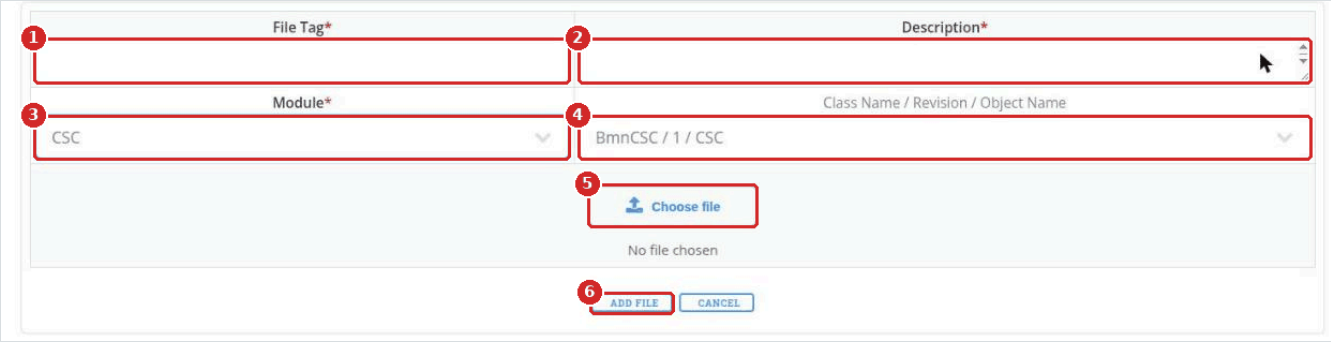

Рисунок 23. Форма CREATE NEW FILE после выбора модуля `CSC`
3. Заполните форму (рисунок 23):
- **File Tag** (1), например `CSC_Run9_detailed_26.11.26.root`.
- **Description** (2): чем файл отличается от предыдущей версии.
- **Module** (3): выберите детектор в списке.
- **Class Name / Revision / Object Name** (4): появляется после выбора модуля, например `BmnCSC / 1 / CSC`. Выберите ревизию, к которой относится файл.
- **Choose file** (5): файл геометрии с вашего компьютера.
4. Нажмите **ADD FILE** (6) и проверьте файл в **VIEW GEOMETRY FILES**.